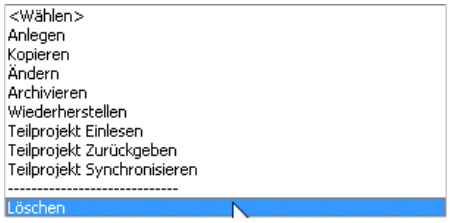

Bild 16.54 – Löschen eines Projekts
- wählen Sie zunächst das zu löschende Projekt in der Projektliste, dann aus dem Listenfeld der Projektverwaltung die Option *Löschen* (Abb. 16.54).